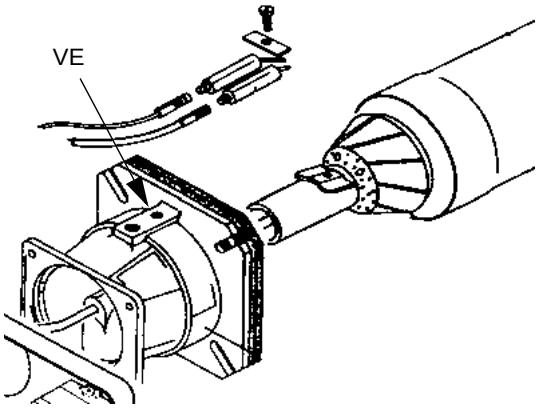

Fig. 18
- Smontaggio esame e pulizia testa di combustione (Fig. 18);
- Per accedere alla testa di combustione e agli elettrodi allentare la vite VE (Fig. 18) sul boccaglio del bruciatore e sfilarlo; prevedere un piano di appoggio stabile sul quale posare il bruciatore durante le manutenzione.